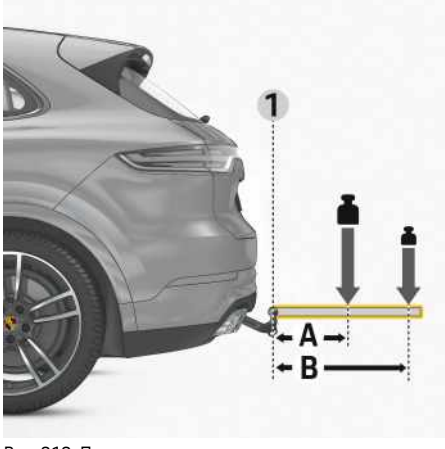

Рис. 213: Принципиальная схема распределения нагрузки от навесных деталей и принадлежностей
- Максимальная допустимая общая масса (несущая система плюс груз) составляет 75 кг. Однако допустимая общая масса уменьшается по мере увеличения расстояния от центра тяжести груза до тягово-сцепного устройства **1** (рис. 213).
- Максимальный размер выступания аксессуара/навесного узла не должен превышать 700 мм от тягово-сцепного устройства **1** (рис. 213).